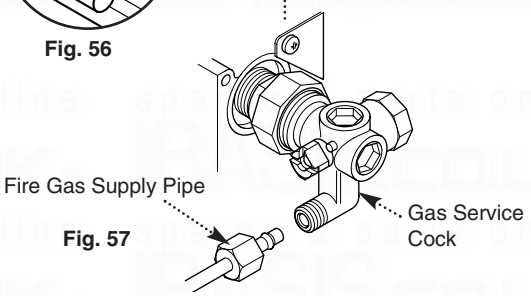

Fig. 57
3. Reconnect the gas supply and test for soundness (Fig. 57).